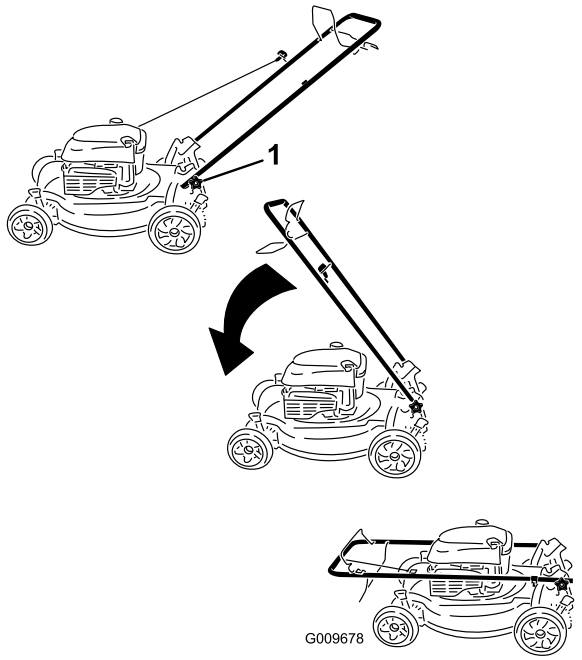

**Figuur 26**
1. Draai de knoppen van de handgreep los totdat u het bovenste deel van de handgreep vrij kunt bewegen (Figuur 26).
1. Handgreepknoppen (2)
2. Beweeg de handgreep naar voren zoals word getoond in Figuur 26.